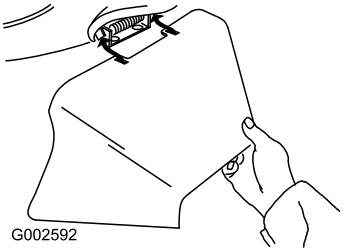

**Figura 29**
3. Montate il condotto di scarico laterale e chiudete lo sportello sul condotto (Figura 29).